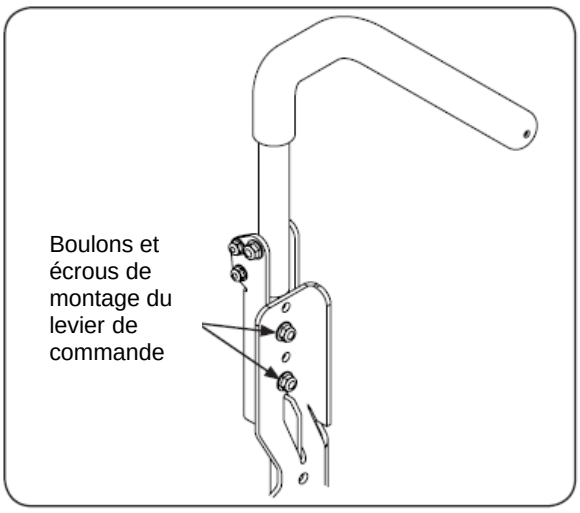

Figure 3-7
1. Retirez les écrous des boulons de montage du levier de commande. Consultez la Figure 3-7.